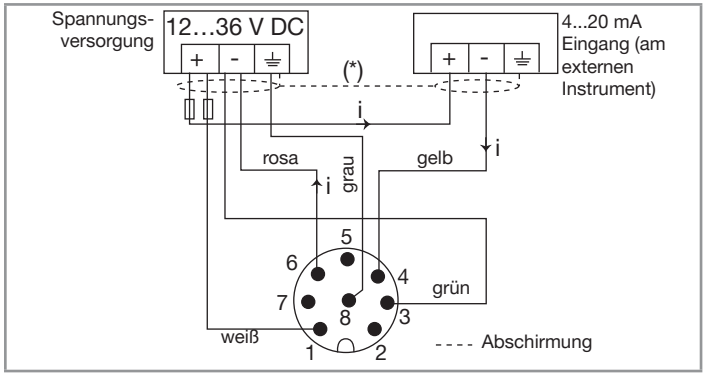
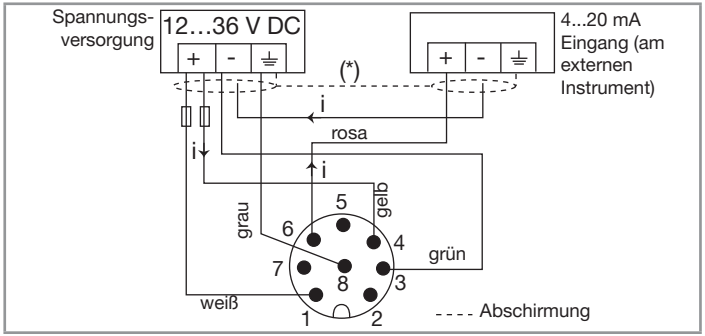

Abb. 26: Verdrahtung des Stromausgangs im Sink-Modus bei einer Version mit einem 8-poligen M12-Feststecker
Abb. 27: Verdrahtung des Stromausgangs im Sourcing-Modus bei einer Version mit einem 8-poligen M12-Feststecker
Der Stromausgang kann entweder im Sourcing- oder Sinking-Modus angeschlossen werden. Siehe Abb. 26 und Abb. 27 für die entsprechenden Schaltpläne.
(1) Einen Spannungsbegrenzer je nach gewählter Last wählen, z. B. für das Magnetventil einen festen Stecker nach EN 175301-803 mit integriertem Varistor.
(2) Wenn der Stromausgang benötigt wird, den 8-poligen M12-Stecker verdrahten gemäß Abb. 26, wenn der Stromausgang im Sink-Modus verdrahtet ist, oder gemäß Abb. 27, wenn der Stromausgang im Sourcing-Modus verdrahtet ist.